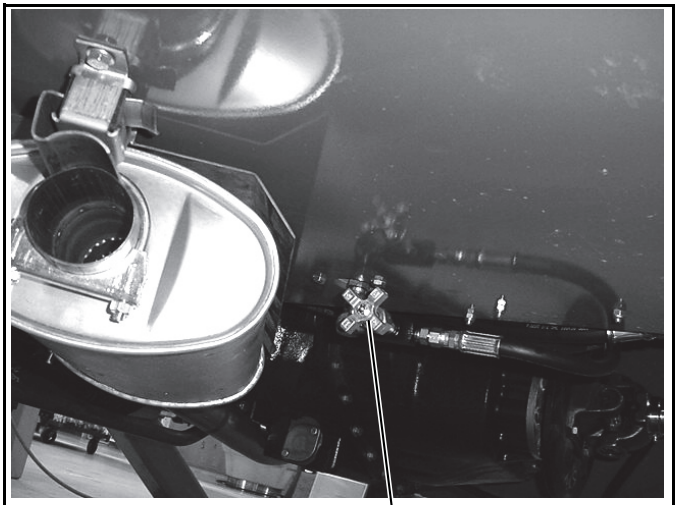

FIGURE 9-9
1. With the engine shut off and the parking brake engaged, close the accumulator needle valve (Figure 9-9) to shut off hydraulic pressure to the service brakes.
1. Close the needle valve located under the accumulator (Figure 9-9). This will shut off accumulator hydraulic pressure to the parking brake. Release system pressure by actuating the service brake pedal until no resistance is felt. Then, engage and disengage the parking brake to release its pressure.
1. Close the needle valve located under the accumulator (Figure 9-9). This will shut off hydraulic pressure to the parking brake. Release system pressure by actuating the service brake pedal until no resistance is felt. Then, engage and disengage the parking brake to release its pressure.